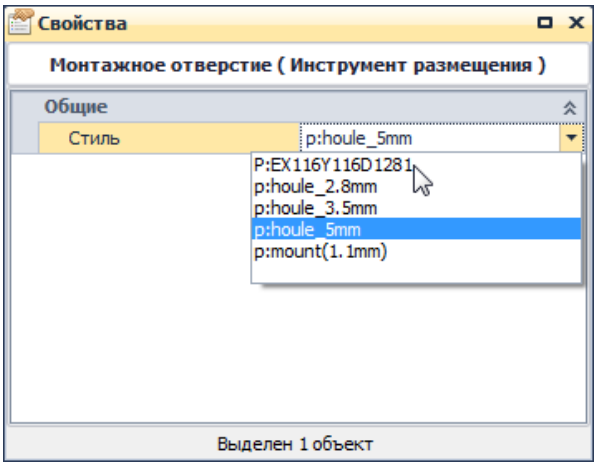

Рис. 710. Выбор типа монтажного отверстия
2. Выбрать тип размещаемого монтажного отверстия на панели «Свойства» с помощью выпадающего списка в пункте «Стиль», см. Рис. 710. Для выбора доступны все монтажные отверстия, из всех доступных библиотек.